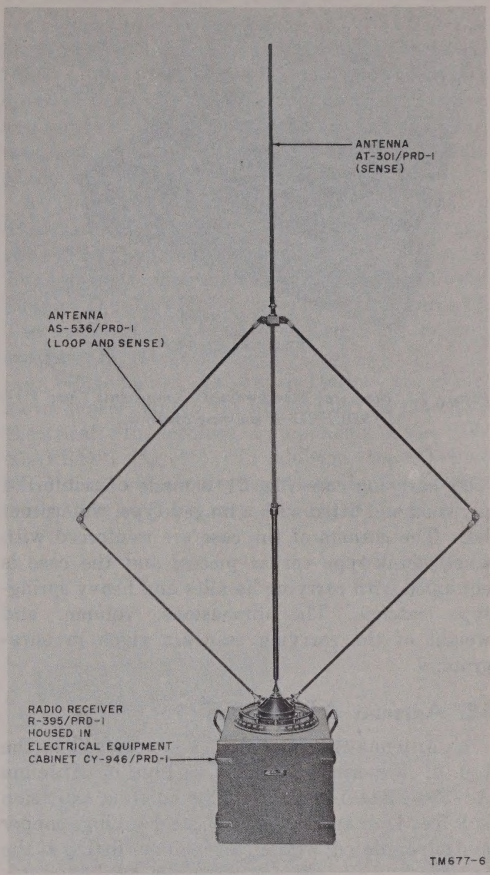

Figure 6. Antenna AS–536/PRD–1 and Antenna AT–301/PRD–1.
a. Antenna AS–536/PRD–1 (fig. 6) is a combined loop antenna and sense antenna. It is designed to operate throughout the frequency range of 100 kc to 30 mc. The arms of the loop antenna are fabricated of steel tubes, copper and silver plated, and are hinged at the top and corners so that the unit can be collapsed and folded for packing. The vertical center portion of the unit is the sense antenna. It is made of a stainless steel rod and tube, so constructed that it may be telescoped for assembly and disassembly.
a. Antenna AT–301/PRD–1 is attached to the top of the sense antenna section of Antenna AS–536/PRD–1 (fig. 6). This antenna extension is 3 feet long and is made of steel tubing, copper and silver plated, with an attachment fitting at the bottom.